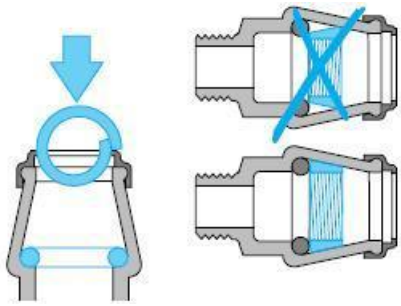

Bild 7
2. Neuer Klemmring (siehe Bild 7) in die Muffe einschieben